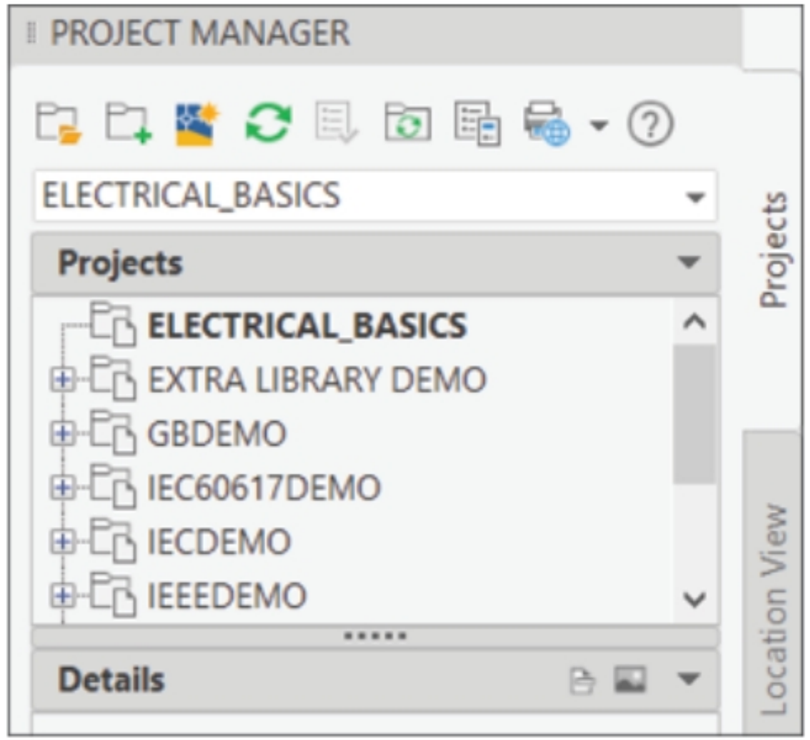

Figure-9. Project name added in Project list
- As you click on the **OK** button, the project name is added in the Project list of the **Project Manager**; refer to Figure-9.